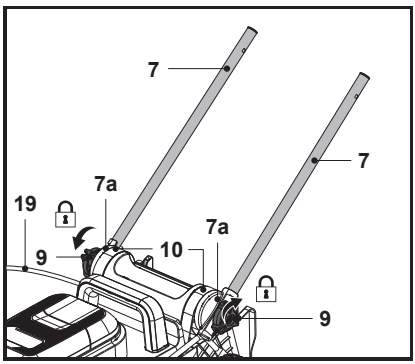

Fig. 2
3. Alinhe a placa seletora (7a) com o suporte da pega (10) e, em seguida, fixe o guiador inferior (7) apertando o botão de bloqueio (9) (Fig. 2).
4. Repita a montagem acima no outro guiador inferior (7).
5. Certifique-se de que o cabo de controlo (19) percorre a parte superior do guiador inferior (7).